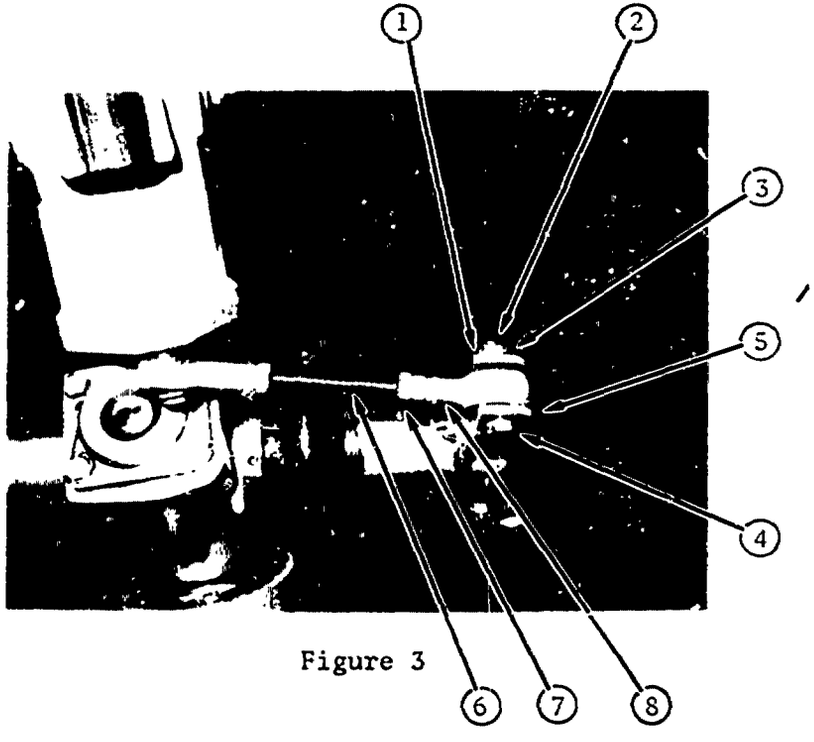

Figure 3
Step 3. (Figure 3) Remove cotter pin ①, nut ② lock-washer ③ and bolt ④ on crosshead-end ⑤ of PITCH CHANGE LINK ⑥ (Two 7/16-inch open-end wrenches required for nut and bolt.)
Step 4. (Figure 3) Loosen jam-nut ⑦ on PITCH CHANGE LINK ⑥ (1/2-inch open-end wrench required for jam-nut.)
Step 5. (Figure 3) Pull crosshead-end assembly ⑧ out of crosshead ⑤. Lengthen PITCH CHANGE LINK ⑥ by turning crosshead-end assembly ⑧ one-half turn.
Step 6. (Figure 3) Tighten jam-nut ⑦ on PITCH CONTROL LINK 6.
Step 7. (Figure 3) Install bolt ④, lock-washer ③, nut ② and cotter pin ① on crosshead-end ⑤ of PITCH CONTROL LINK ⑥